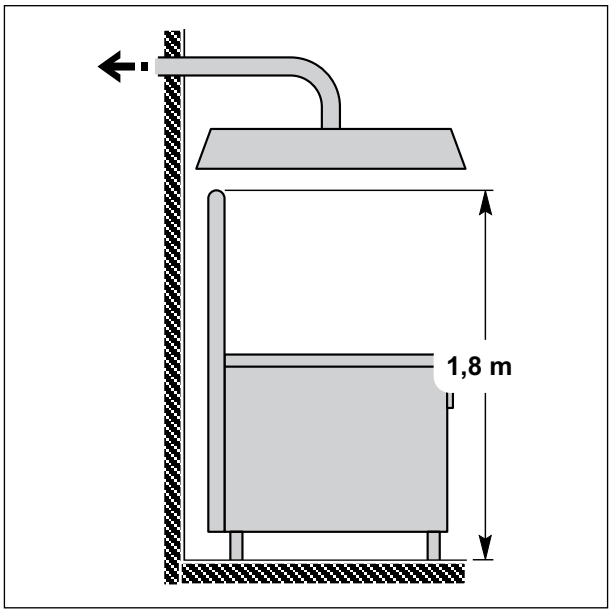

Fig. 23 Évacuation des fumées à travers la hotte aspirante
- La partie terminale du conduit d'évacuation de l'appareil doit se trouver à environ **1,8 m** de la surface d'appui de l'appareil et le débouché du conduit d'évacuation des produits de combustion doit être situé dans le périmètre de base de la hotte (voir *Fig. 23 Évacuation des fumées à travers la hotte aspirante*).